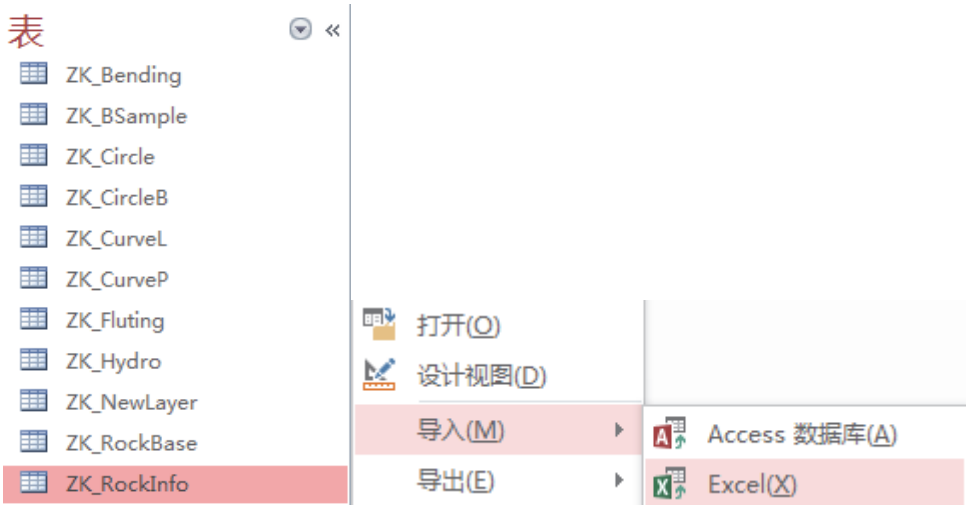

图 A-8
1. 在 Access 软件界面左侧的数据表列表中，点击选择“ZK_RockInfo”，再右键单击，在快捷菜单里选择“导入”→“Excel”（见图 A-8）；